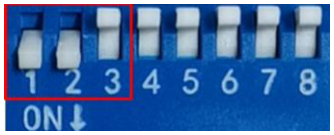

图 5.4 最高转速设置拨码开关图
- 断开驱动器电源，把拨码开关设置为 SW1=ON、SW2=ON 、SW3=OFF，如图 5.4 所示，设定在对应位置。